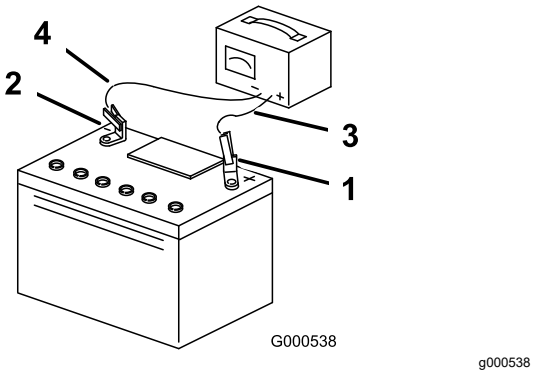

Figure 49
3. Quand la batterie est chargée au maximum, débranchez le chargeur de la prise, puis débranchez les fils du chargeur des bornes de la batterie (Figure 49).